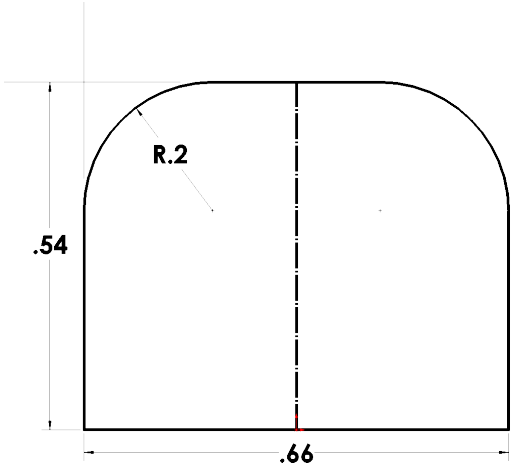

Fig. 8
Step 12. Click **Mirror Entities** on the Sketch toolbar, **Fig. 8**.